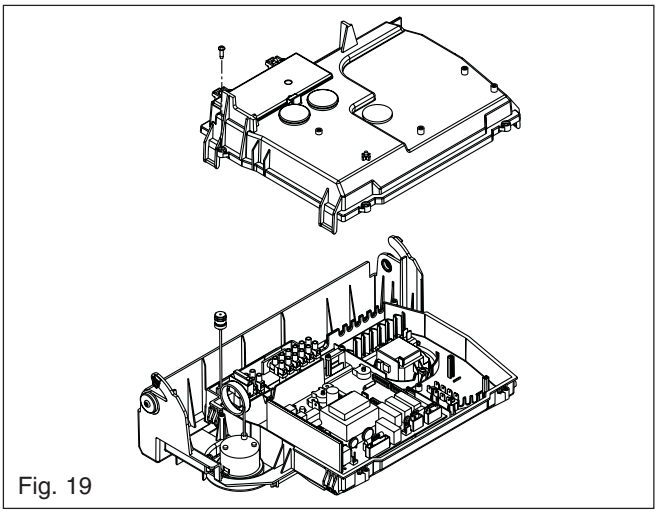

Fig. 19
6.12 PRINTED CIRCUIT BOARD fig. 19
Locate and remove the PCB cover and securing screws (fig. 19/19A), locate and remove the time clock retaining screws, remove time clock. Disconnect wiring after carefully taking note of all electrical connections. Replace in the reverse order.